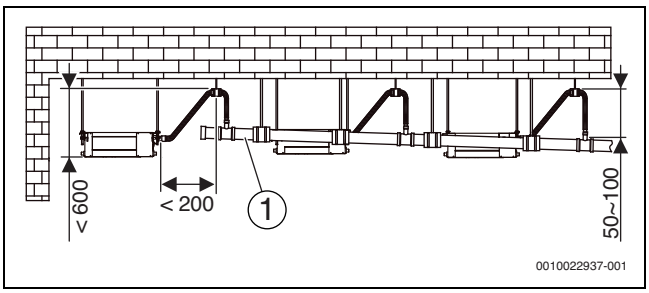
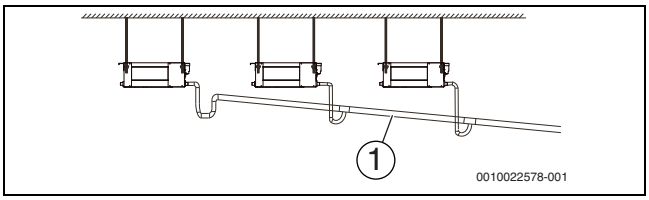

Рис. 16 Установка и габариты дренажного трубопровода с водяным насосом (мм)
Рис. 17 Монтаж сливного трубопровода без водяного насоса
7. Установите дренажные трубы, как показано на рис. 16 (с водяным насосом) и рис. 17 (без водяного насоса). Выходное отверстие дренажного трубопровода не должно находиться выше, чем высота сброса воды; наклон трубы должен составлять не менее 1/100.